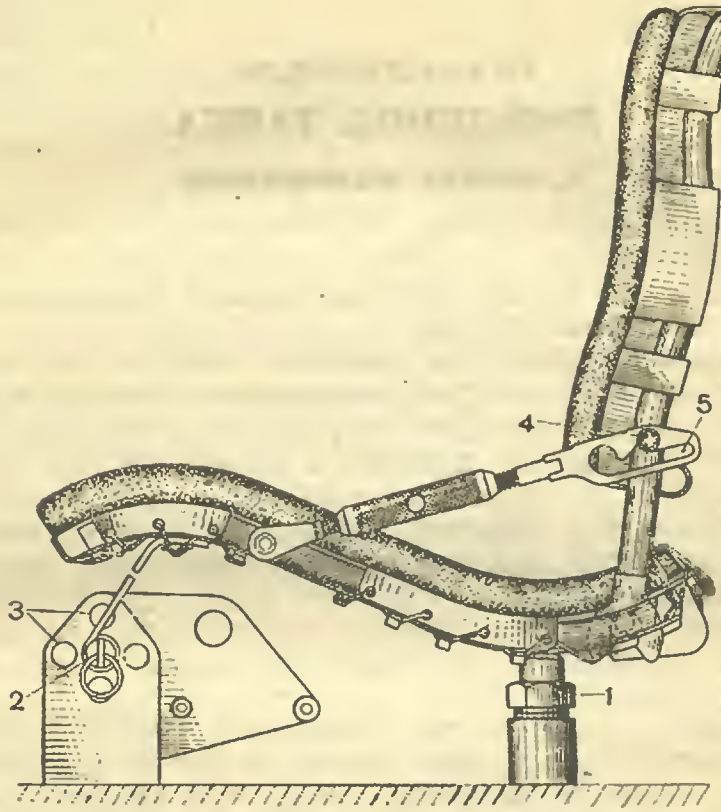

Рис. 267. Сиденье механика-водителя:
1. Переставляя две чеки *2* (рис. 267) в отверстиях *3* кронштейнов, можно изменять положение передней части сиденья по вертикали и горизонтали.